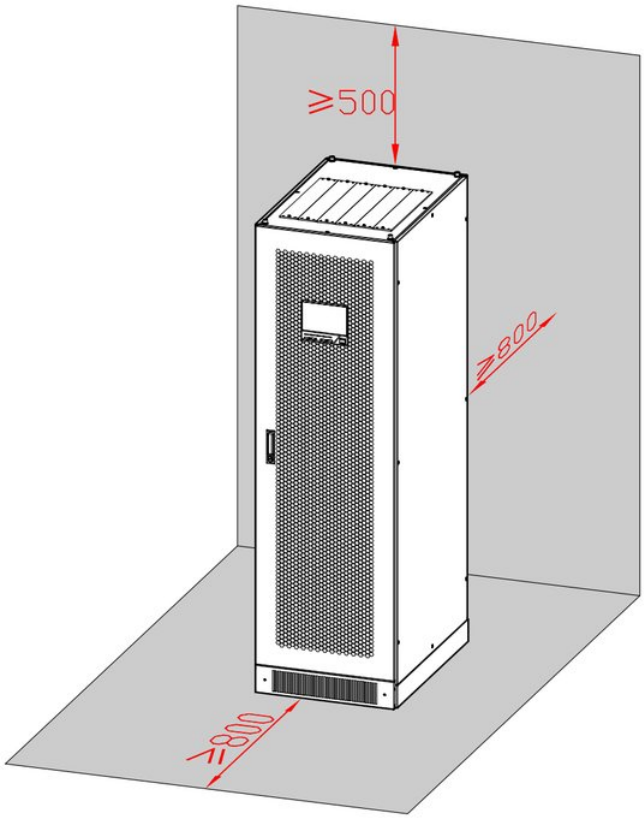

FIGURA 3-2 Spazi liberi d'installazione (unità: mm)
- Lasciare almeno 800 mm tra il pannello anteriore e quello posteriore dell'UPS e la parete o gli apparecchi vicini, e almeno 500 mm tra il tetto dell'UPS e il soffitto, per la dissipazione del calore e la manutenzione, come mostrato nella Figura 3-2.